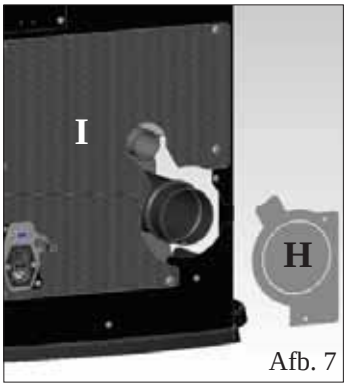
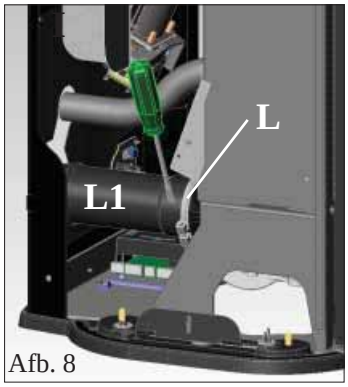

Afb. 7
Afb. 8
- De glazen top in ondersteuning verwijderen (H - fig. 7).
- De stalen zijkant verwijderen, bevestigd aan het frame van de kachel met 2 schroeven (X - Fig. 7) te verwijderen, deze naar boven uittrekkend (I - fig. 8).
- Het diafragma verwijderen (H-fig.7) en in geval nodig ook de geperforeerde achterkant onderaan (I - fig. 7).
- Het kraagje losdraaien (L - fig. 8) en het rookafvoerkanaal verwijderen (L1 - fig. 8).